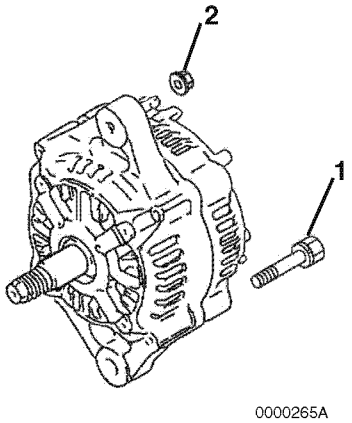

Figure 12-15
5. Align the front frame housing with the rear frame housing. Reinstall the two bolts **(Figure 12-15, (1))** and two nuts **(Figure 12-15, (2))**.